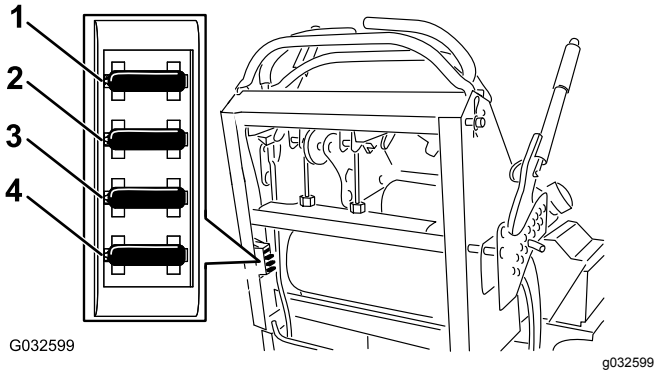

**Figur 54**
2. Træk sikringen ud for at fjerne og udskifte den (Figur 54).